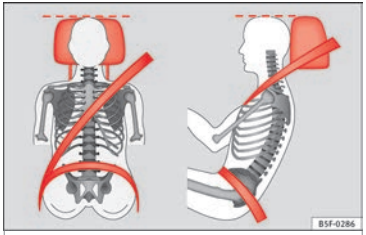

Fig. 75 Front and side view: head restraints and seat belts correctly adjusted.
– Adjust the head restraint so that the top is at the same level as the top of your head, at the very least, at eye level ›› Fig. 75.